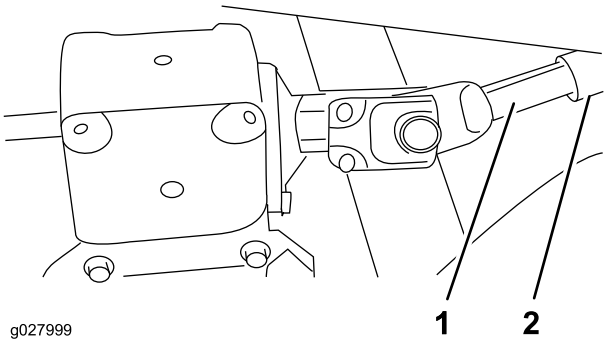

Figure 2
5. Stop the engine and slide the cutting unit away from the traction unit, separating the male and female sections of PTO shaft (Figure 2).